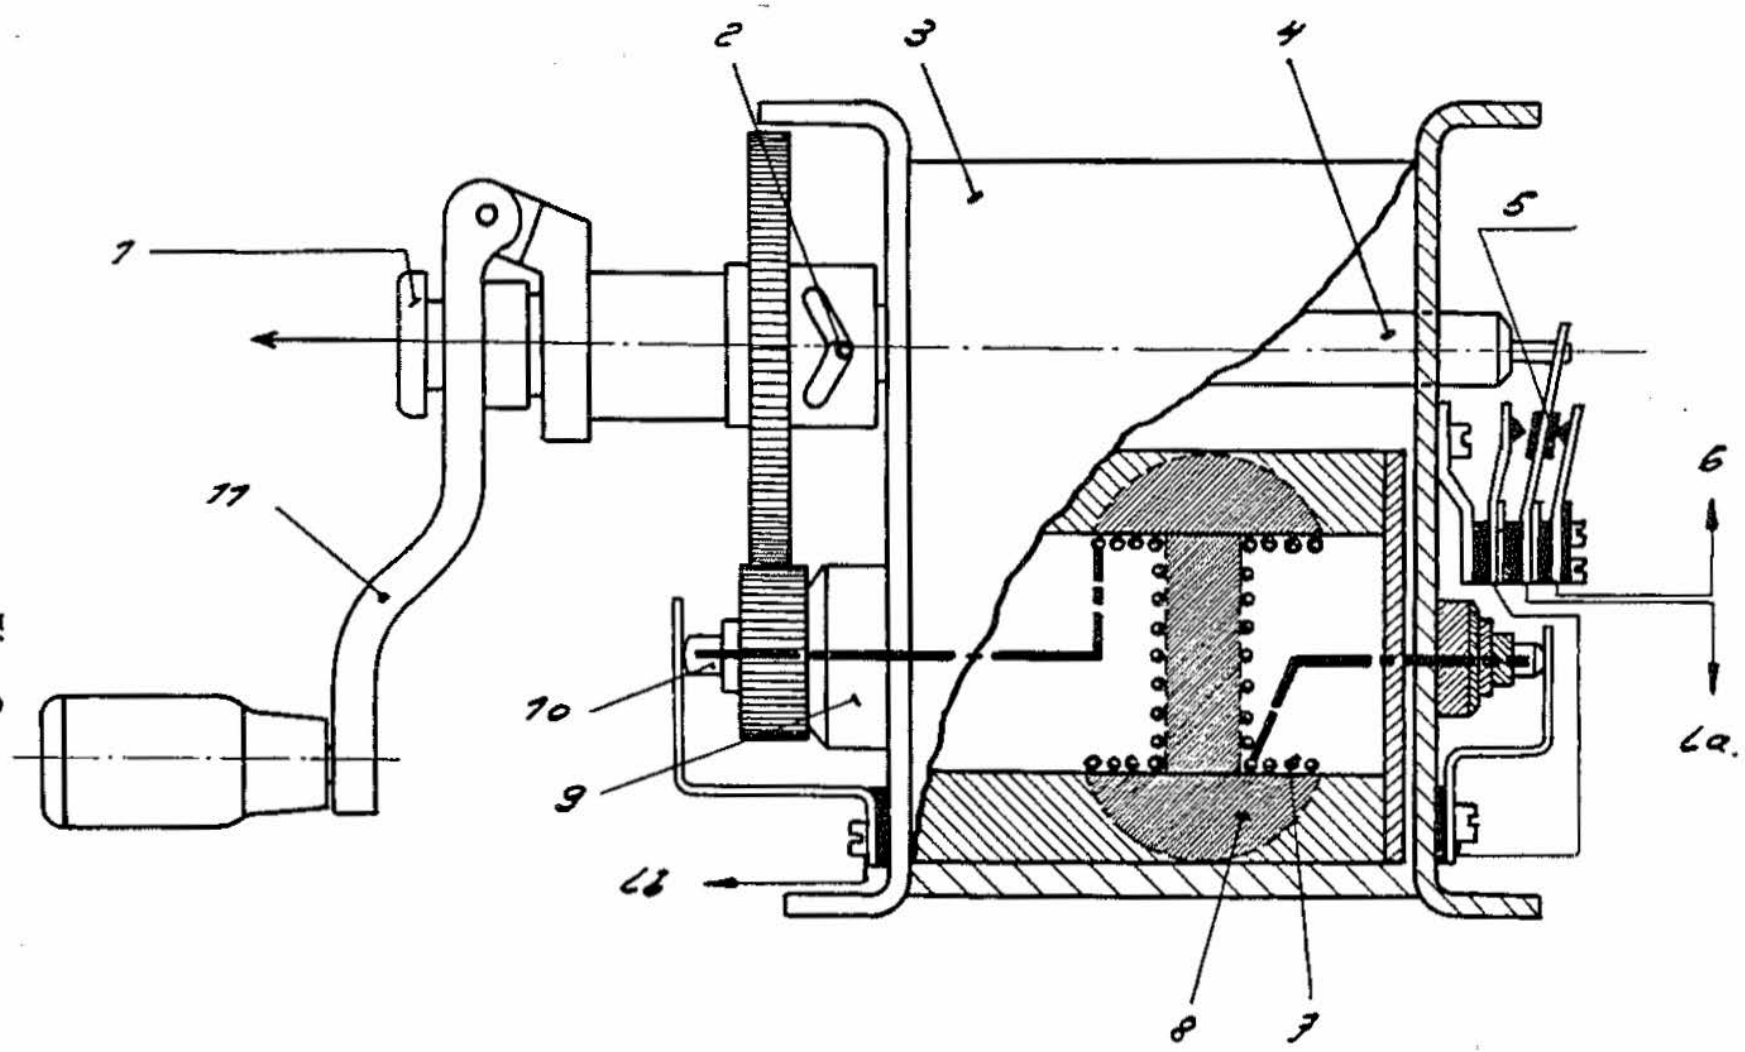

Fig. 2
f) Der Induktor (Fig. 2). Der Induktor ist ein kleiner, mittels Kurbel angetriebener Wechselstromgenerator, der den Rufstrom von ca. 70 V Spannung und einer Frequenz von 18—24 Perioden erzeugt.